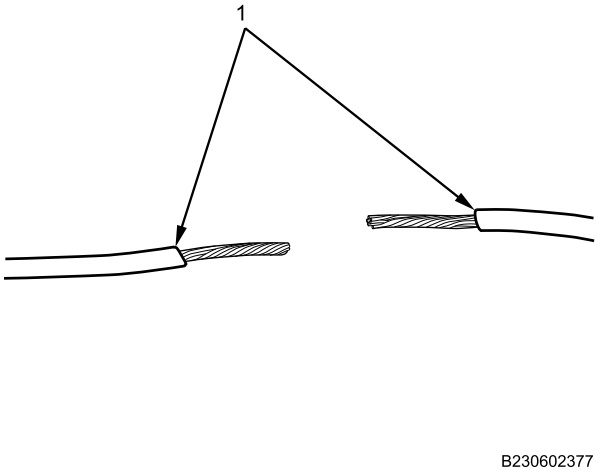

Figure 1. Wire Preparation.
2. Strip 1/2 inch of insulation from both wire ends (Figure 1, Item 1). Ensure no wire strands have been cut and twist any loose strands.